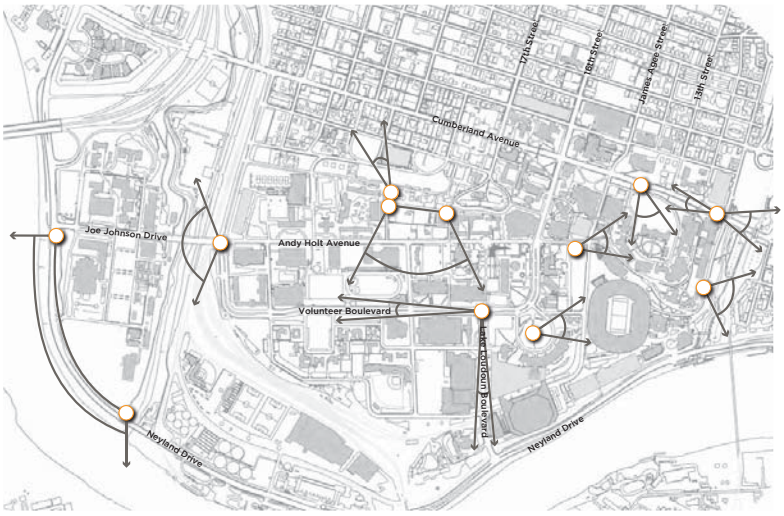

Figure 2: Campus Views
- Site and design new buildings to maintain important views through campus. *See Figure 2 below and in APPENDIX A.*